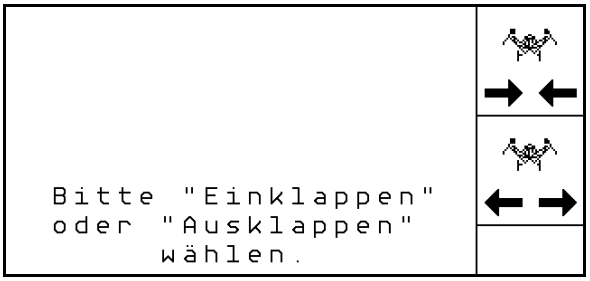

Fig. 59
- Change to Folding submenu (Fig. 59).